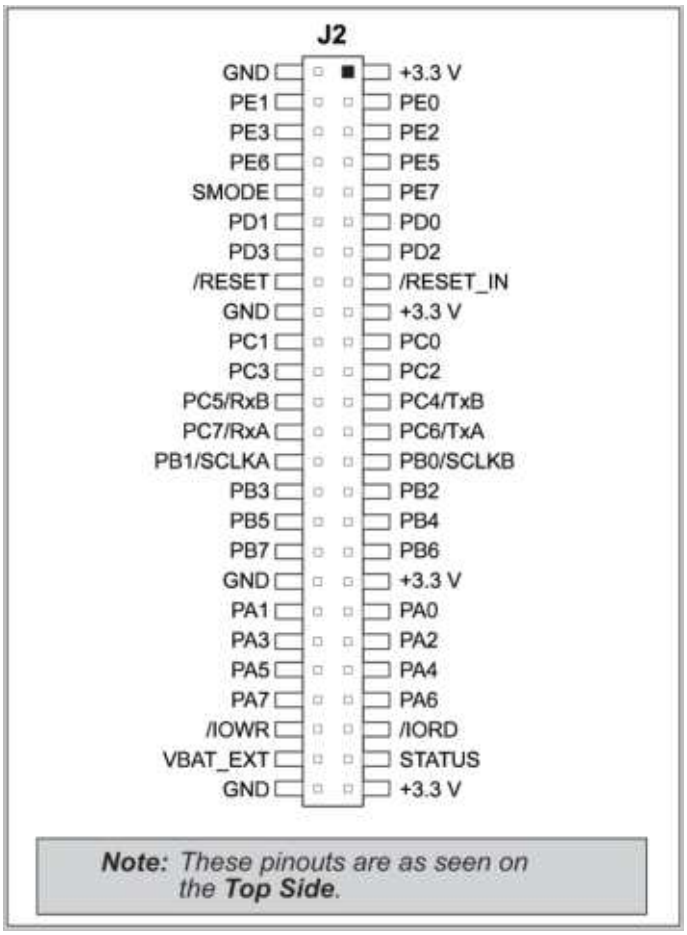

Figure D-4. MiniCore Boards Pinout
- **Module Extension Headers**—The complete pin set of the MiniCore module is duplicated below header J2. Developers can solder wires directly into the appropriate holes, or, for more flexible development, a 2 × 25 header strip with a 0.1" pitch can be soldered into place. See Figure D-4 for the header pinouts.
The Digital I/O accessory board provides the user with MiniCore connection points brought out conveniently to labeled points below header J2. The pinouts for header socket J2 are shown in Figure D-4.